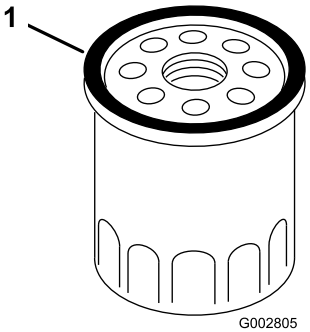

Figuur 28
7. Smeer met uw vinger een laagje olie op de rubberen pakking van het nieuwe filter (Figuur 28).